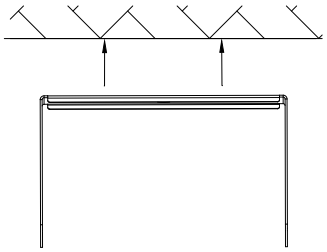
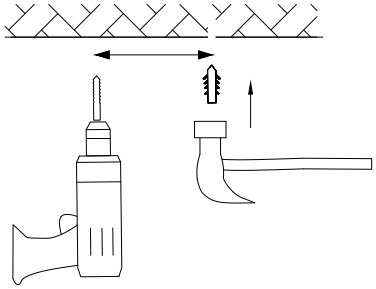

Figure 7
Figure 8
1. Using the Yoke mount bracket as a template, mark and drill holes in the ceiling. Use a hammer to install the anchors into the drilled holes. (Figure 7 and Figure 8)